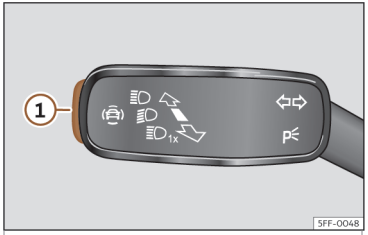

Fig. 61 En la palanca de intermitentes y de luz de carretera: tecla para los sistemas de asistencia al conductor (según versiones).
• Pulse brevemente la tecla››› fig. 61 ① para abrir el menú **Asistentes**.